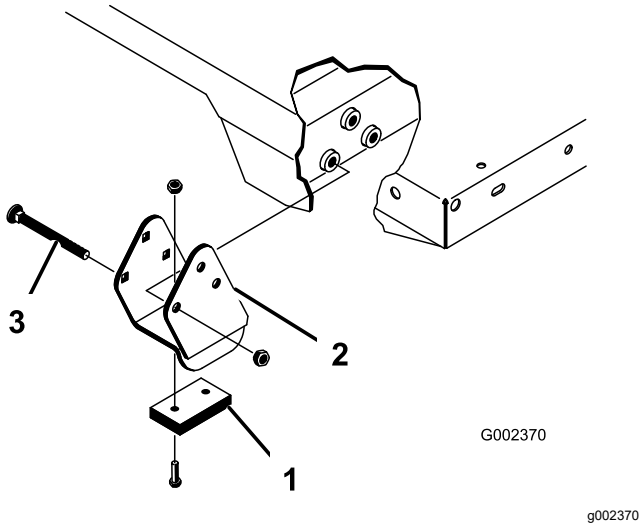

**Figura 23**
Asegúrese de instalar los espaciadores y las pletinas de desgaste (Figura 23) con las cabezas de los pernos de cuello cuadrado dentro de la máquina.
2. Coloque la plataforma con cuidado sobre el bastidor de la máquina, alineando los taladros de las placas de giro traseras con los taladros del perfil trasero del bastidor, e instale los 2 pasadores y las chavetas (Figura 23).
4. Inserte el pasador desde la parte exterior de la plataforma, con la chaveta hacia fuera (Figura 23).